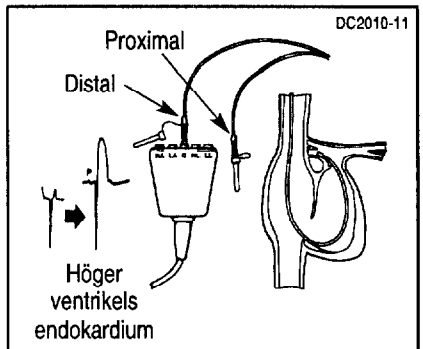

Figur 5. EKG-övervakning från den distala elektroden
6. Koppla den distala elektroden till en V-avledning från en ordentligt isolerad elektrokardiograf (Figur 5). Skjut fram sonden flera centimeter under kontinuerlig EKG-övervakning tills förhöjningen av ST-sträckan indikerar kontakt med endokardiet.